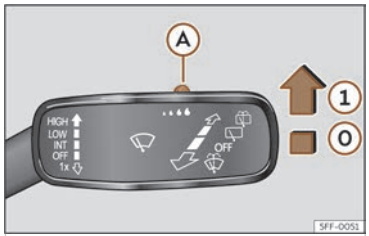

Fig. 81 Palanca del limpiaparabrisas: ajustar el sensor de lluvia Ⓐ.
Presione la palanca a la posición deseada ››› fig. 81.
Tras desconectar el encendido y volver a conectarlo, el sensor de lluvia permanece activado y funciona de nuevo cuando el limpiaparabrisas está en la posición ››› fig. 81 (1) y se circula a más de 16 km/h (10 mph).